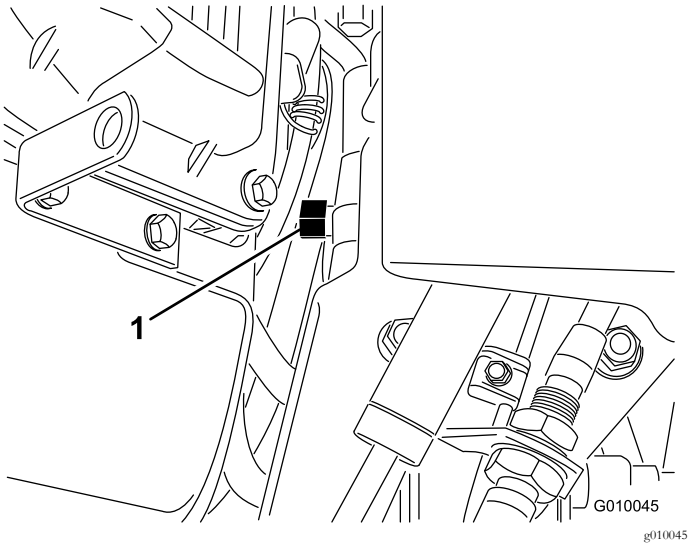

Figur 30
2. Find omløbsventilen mellem motoren og den hydrostatiske pumpe (Figur 30).
3. Drej omløbsventilen en omgang mod uret med en skruenøgle på ⅝ tommer. Derved får hydraulikvæsken mulighed for at løbe uden om pumpen, hvilket gør hjulene i stand til at dreje (Figur 30).
5. Drej omløbsventilen en omgang med uret for atter at betjene dybdelufteren (Figur 30).